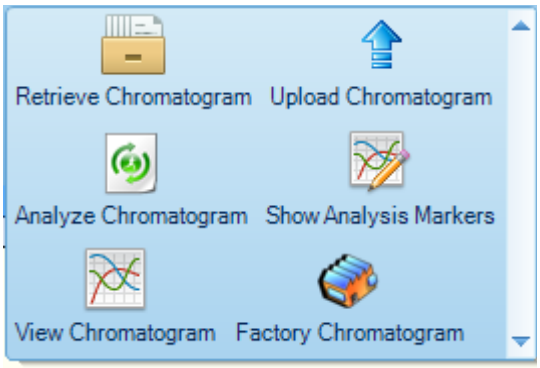

Figure 4-27: Additional functions of Chromatogram Ribbon
- ***Additional Functions*** -The icon and arrows directly to the right of the *Action* icon are used to access a variety of functions as seen in Figure 4-27. The selection of the desired function can be performed by pressing the up or down arrows to the left of the icon. As an alternative, all of the icons can be viewed simultaneously by pressing the bottom arrow.